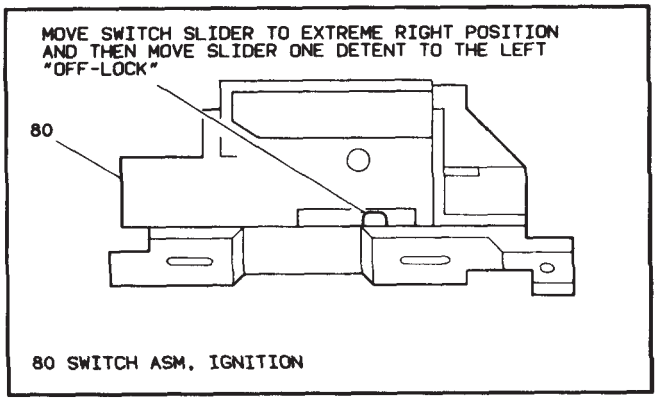

Figure 27 – Adjusting Ignition Switch
17. Bearing adapter retainer (87).
18. Lower bearing adapter clip (88).
NOTICE: Install ignition switch (80) to jacket (73) with switch in "OFF-LOCK" position. (See figure 27) New ignition switch will be pinned in "OFF-LOCK" position. Remove plastic pin after switch is assembled to column. Failure to do so may cause switch damage.
- Ignition switch assembly (80). (See Figure 27)
19. Ignition switch assembly (80) and flat head screw (81).